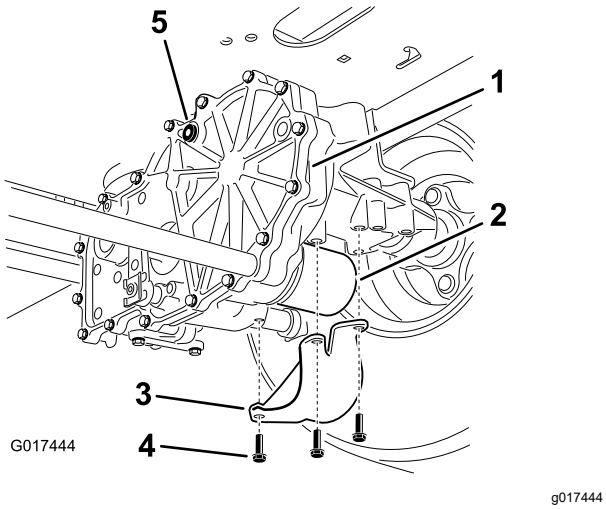

Figuur 70
4. Zoek het filter en de beschermingen op elk transaxle-aandrijfsysteem (Figuur 70).
5. Verwijder de 3 schroeven waarmee de filterbeschermingen zijn bevestigd (Figuur 70).